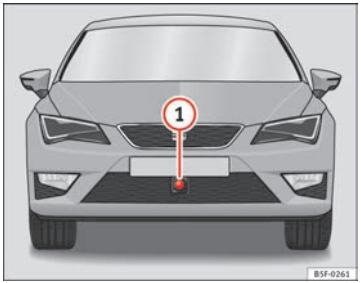

Fig. 131 On the front bumper: radar sensor. ▶
On the front bumper there is a radar sensor to detect traffic conditions ⇒ Fig. 131 (1). This sensor can detect vehicles driving ahead at a distance of up to approx. 120 m.